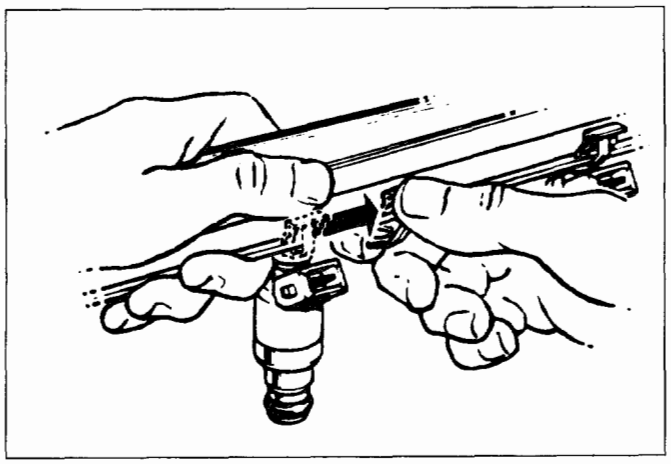

Fig. 6E2-77
3. **Injector retainer clip (Fig. 6E2-77)**